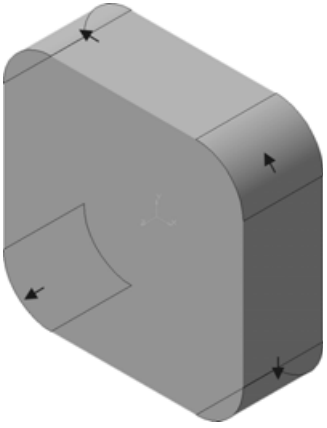

Рис. 8.102
- Скруглите четыре угловых ребра детали радиусом 18 (рис. 8.102).